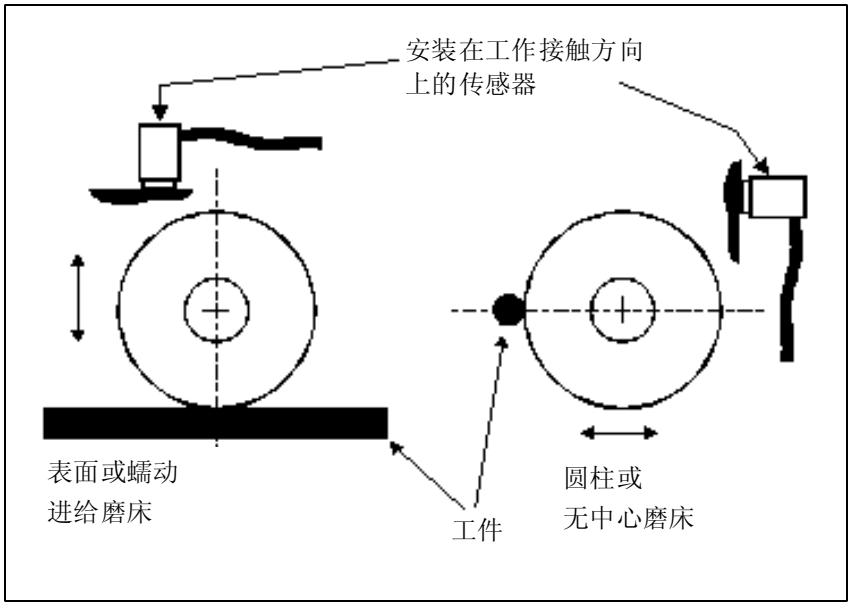

图 8
1. **将传感器定位在砂轮和工件之间的中心线方向上**。最好的开始位置是最接近砂轮轴承上方的主轴座上与主轴中心线垂直的机加工平面（图 8）。在大多数圆柱磨床上，最好使用一个垂直安装表面，因为传感器对齐砂轮和工件。由于同样的原因，在表面磨床和蠕动进给磨床上，一个水平安装表面通常是最好的。尽管平衡器本身可能安装在机器的砂轮端或带轮端，传感器应始终靠近机器的砂轮端。